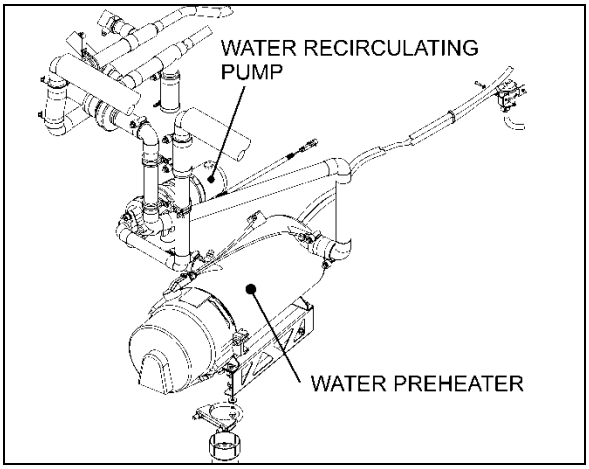

FIGURE 77: PUMP LOCATION – X3 SERIES (BIG A/C) 22331
- X3 Series - coolant preheater compartment (Figure 77)